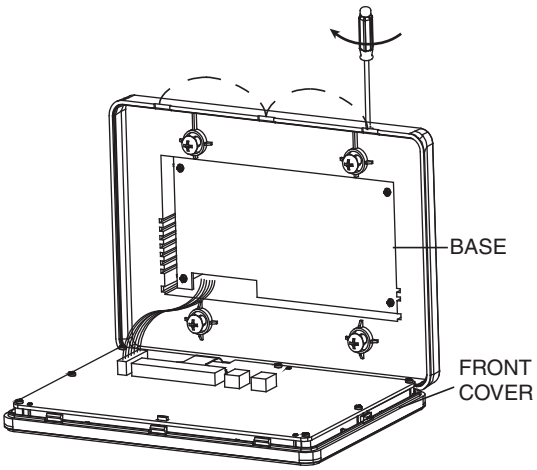

Fig. 2 — Opening Back Mounting Plate
7. Insert a flat-head screwdriver into the slots provided on the top of the controller to open the back mounting plate. See Fig. 2.